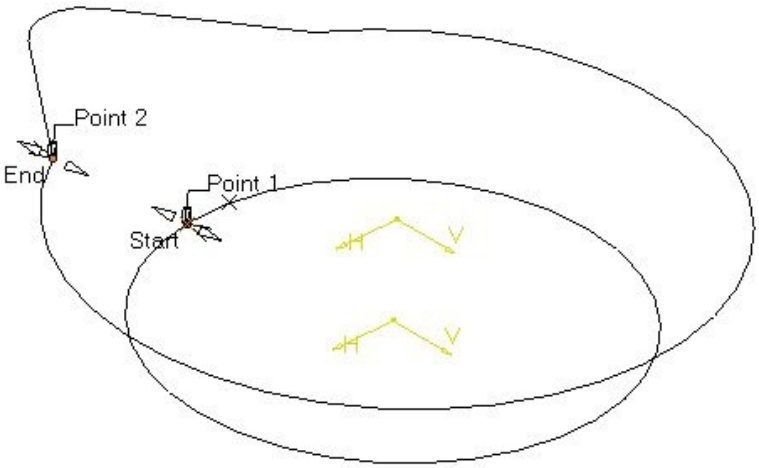

Figure 10-58 *Points selected to create a line*
6. Choose the **Line** button from the **Wireframe** toolbar; the **Line Definition** dialog box is displayed. Select two points, as shown in Figure 10-58, and then choose the **OK** button from the **Line Definition** dialog box; a line joining the points is created.